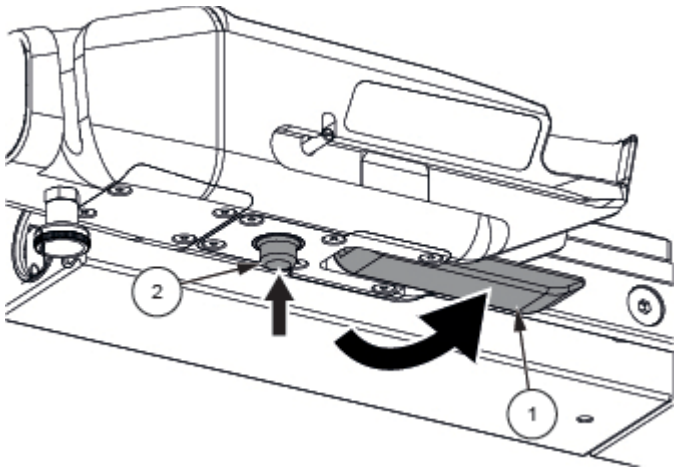

Figure 7-9. Verrouiller la poignée de transfert motorisée
3. Verrouiller le levier de serrage (1). Voir *Figure 7-9*.
1. Abaisser le levier de verrouillage (1), maintenir le verrou du rail (2) enfoncé et tirer vers l'extérieur la poignée de transfert motorisée. Voir *Figure 7-9*.